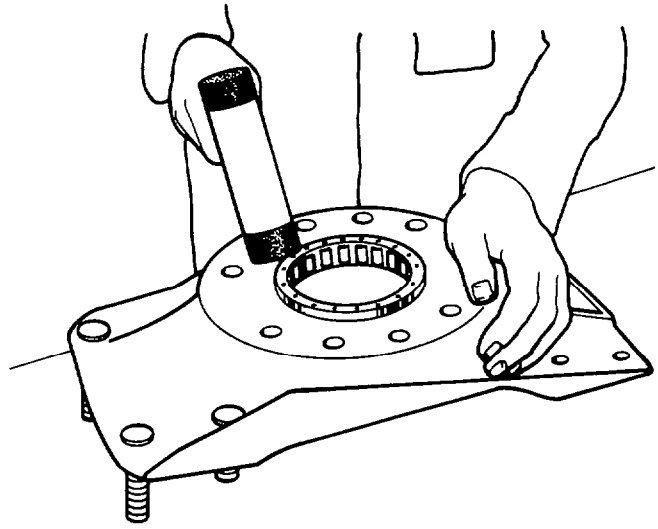

Fig. 372 — Installing Bearing
m. Lubricate the spindle bearing with fresh OEP-220 oil then press the bearing into position in the spindle yoke (see fig. 372).